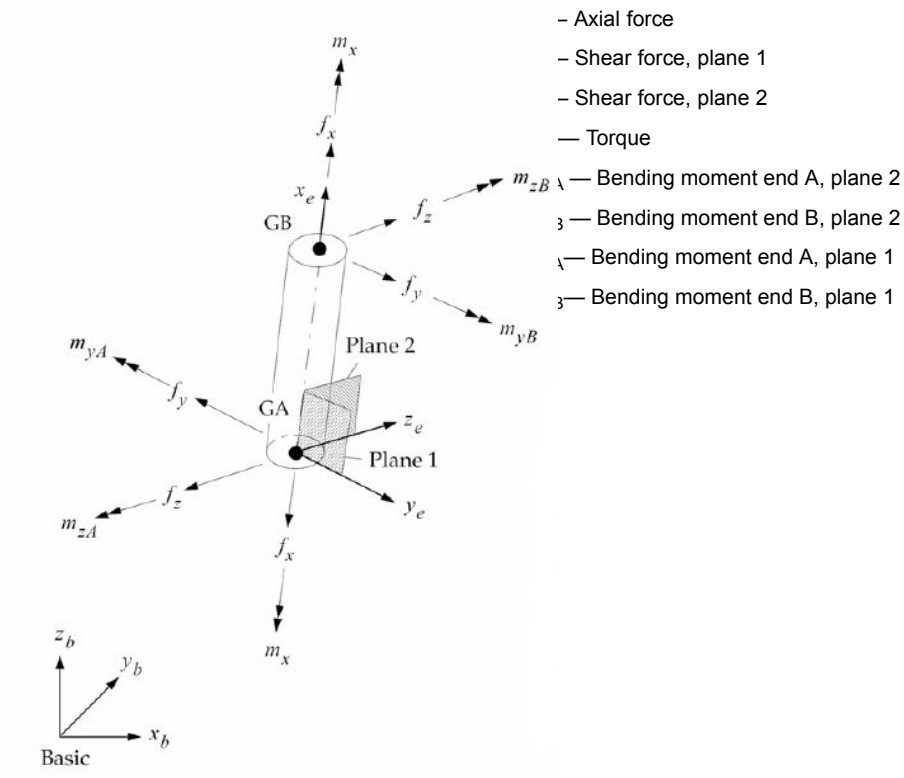

Figure 12-72. Element Coordinate System and Sign Convention of Element Forces
7. Forces and moments are output in the element coordinate system. The element x-axis is in the direction of GA to GB, see Figure 12-72. If zero length (GA and GB are coincident), the x-axis will be defined by the normal from shell A. The element y-axis is perpendicular to the element x-axis and is lined up with the closest axis of the basic coordinate system. The element z-axis is the cross product of the element x- and y-axis. The output of the forces and moments including the sign convention is the same as in the CBAR element.